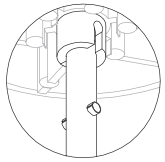

Figura 04
02. Ainda com o aparelho apoiado sob a base, encaixe a hélice (figura 04) no motor de modo que o pino do eixo encaixe na fenda da hélice, force o centro da hélice até o pino do eixo chegar no final da fenda (figura 01).